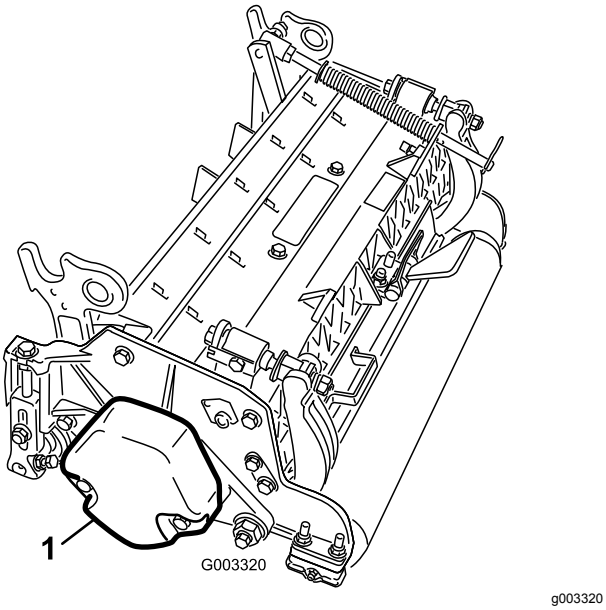

Figuur 3
4. Monteer het tegengewicht (Figuur 3) aan de juiste kant van de maaidekken; zie de *Gebruikershandleiding* van de maaidekken.